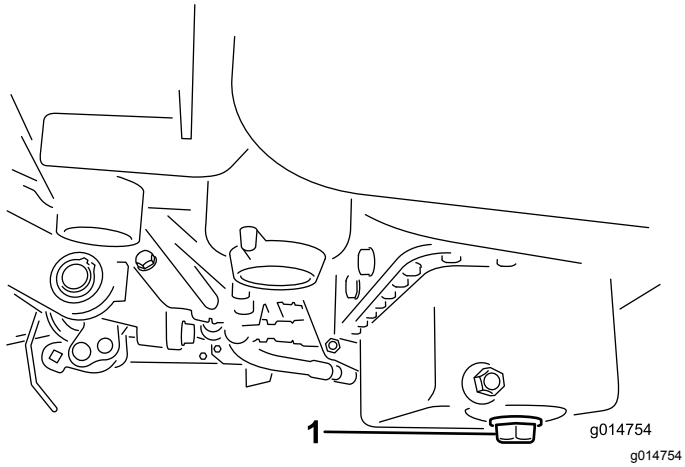

Figura 29
1. Retire o tampão de escoamento e deixe o óleo escorrer para um recipiente adequado. Quando o óleo parar, volte a montar o tampão de escoamento (Figura 29).